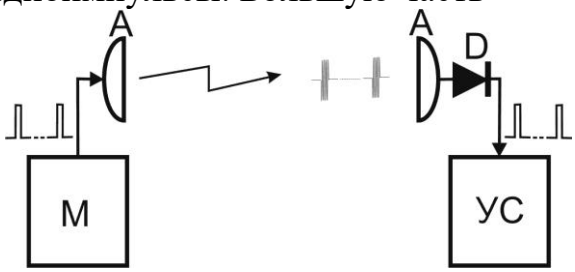
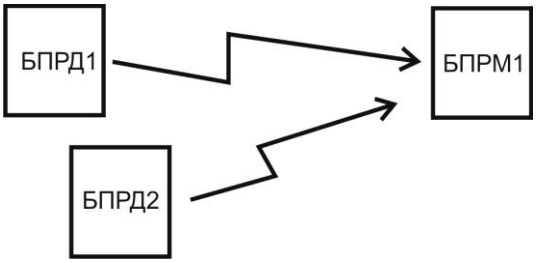

Рис. 6.10
Рис. 6.11
6.3.4.2 Антенна А БПРД, под управлением модулятора М, излучает в направлении антенны А БПРМ радиоимпульсы (см. рис. 6.10). Радиоимпульсы с выхода антенны А (БПРМ) поступают на детектор D, с выхода которого – на узел синхронизации УС. УС определяет их положение во времени и пропускает в узкие «временные ворота» для обработки и принятия решений. Идентификация «собственного» БПРД1 (рис.6.11) при «засветке чужим», рядом установленным, БПРД2 достигается выбором разных частотных литер БПРД1 и БПРД2, см п. 6.3.2.2.